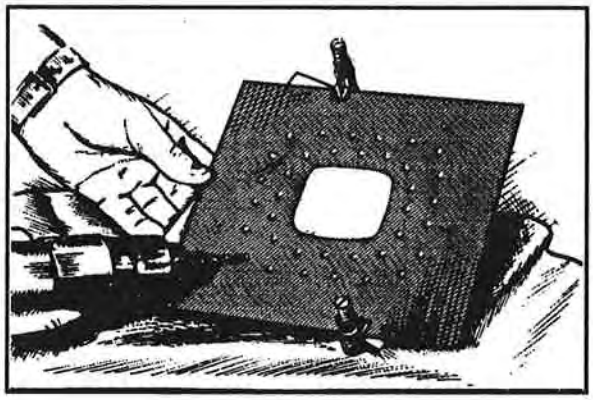

Figure 8-22. Drill layout and doubler
- After rivet layout is complete, place the doubler material behind the skin; drill and deburr rivet holes (Figure 8-22).